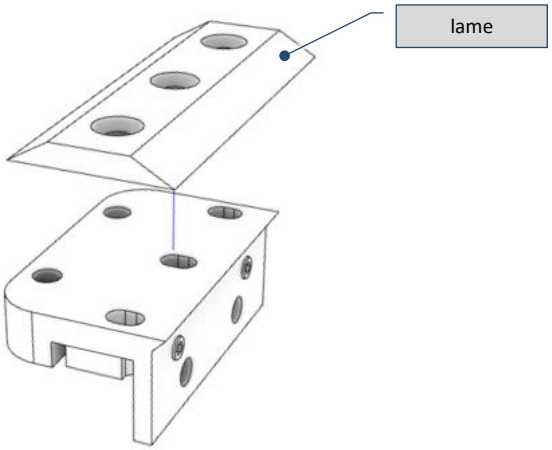

Fig. 9-31 – Retrait de la lame
8) Retirez la lame et procédez à son affûtage (Fig. 9-31);